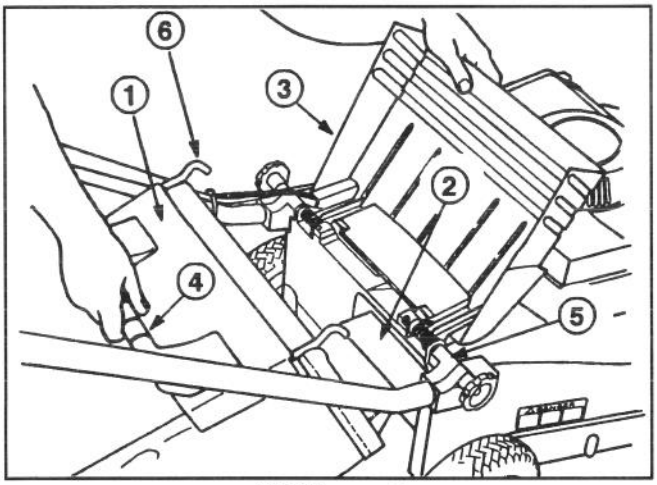
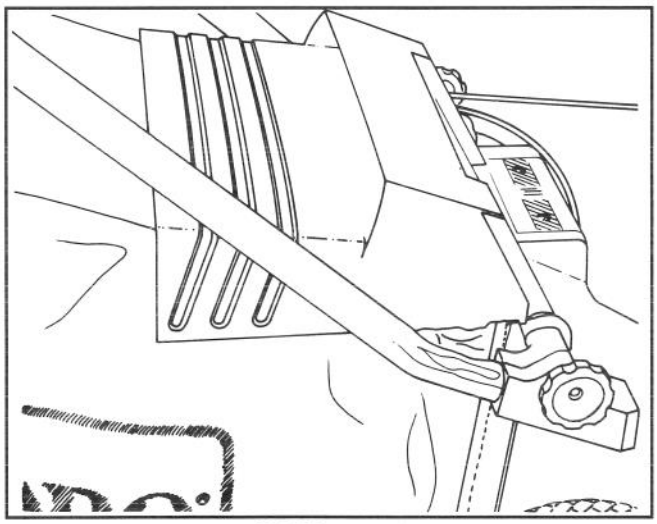

Abbildung 11
Abbildung 12
2. MONTAGE DES SACKS—Die Auswurfklappe anheben, den Ansatz des Sacks in die Auswurföffnung schieben und den Sackrahmen auf den Haltebolzen am Gehäuse schieben (Abb. 11). Die Auswurfklappe soll auf der Oberseite des Sacks aufliegen (Abb. 12).